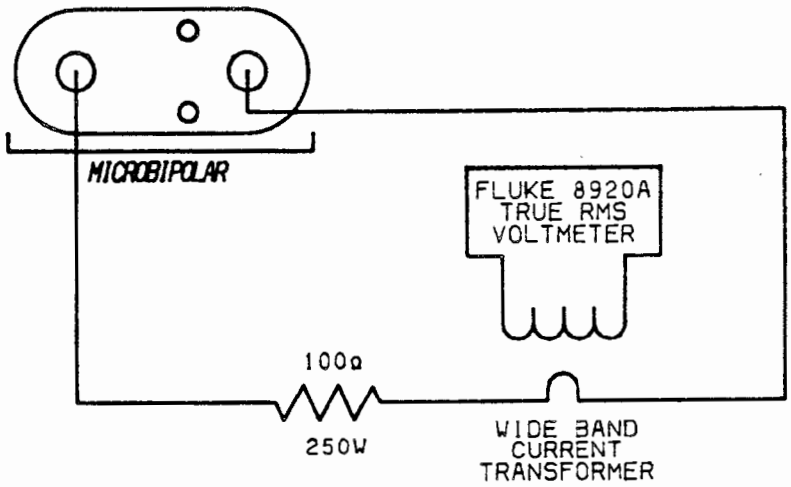

Figure 10.2 Bipolar Output Test Circuit
1. Set up test equipment as shown in Figure 10.2.